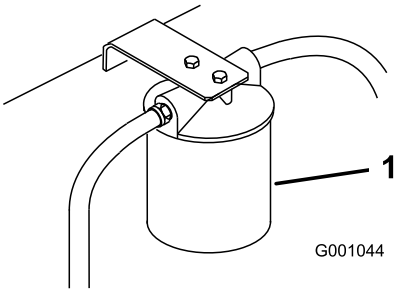

Rysunek 79
3. Ustaw miskę drenażową pod filtrem, usuń stary filtr i oczyść powierzchnię uszczelki adaptera filtra (Rysunek 79).